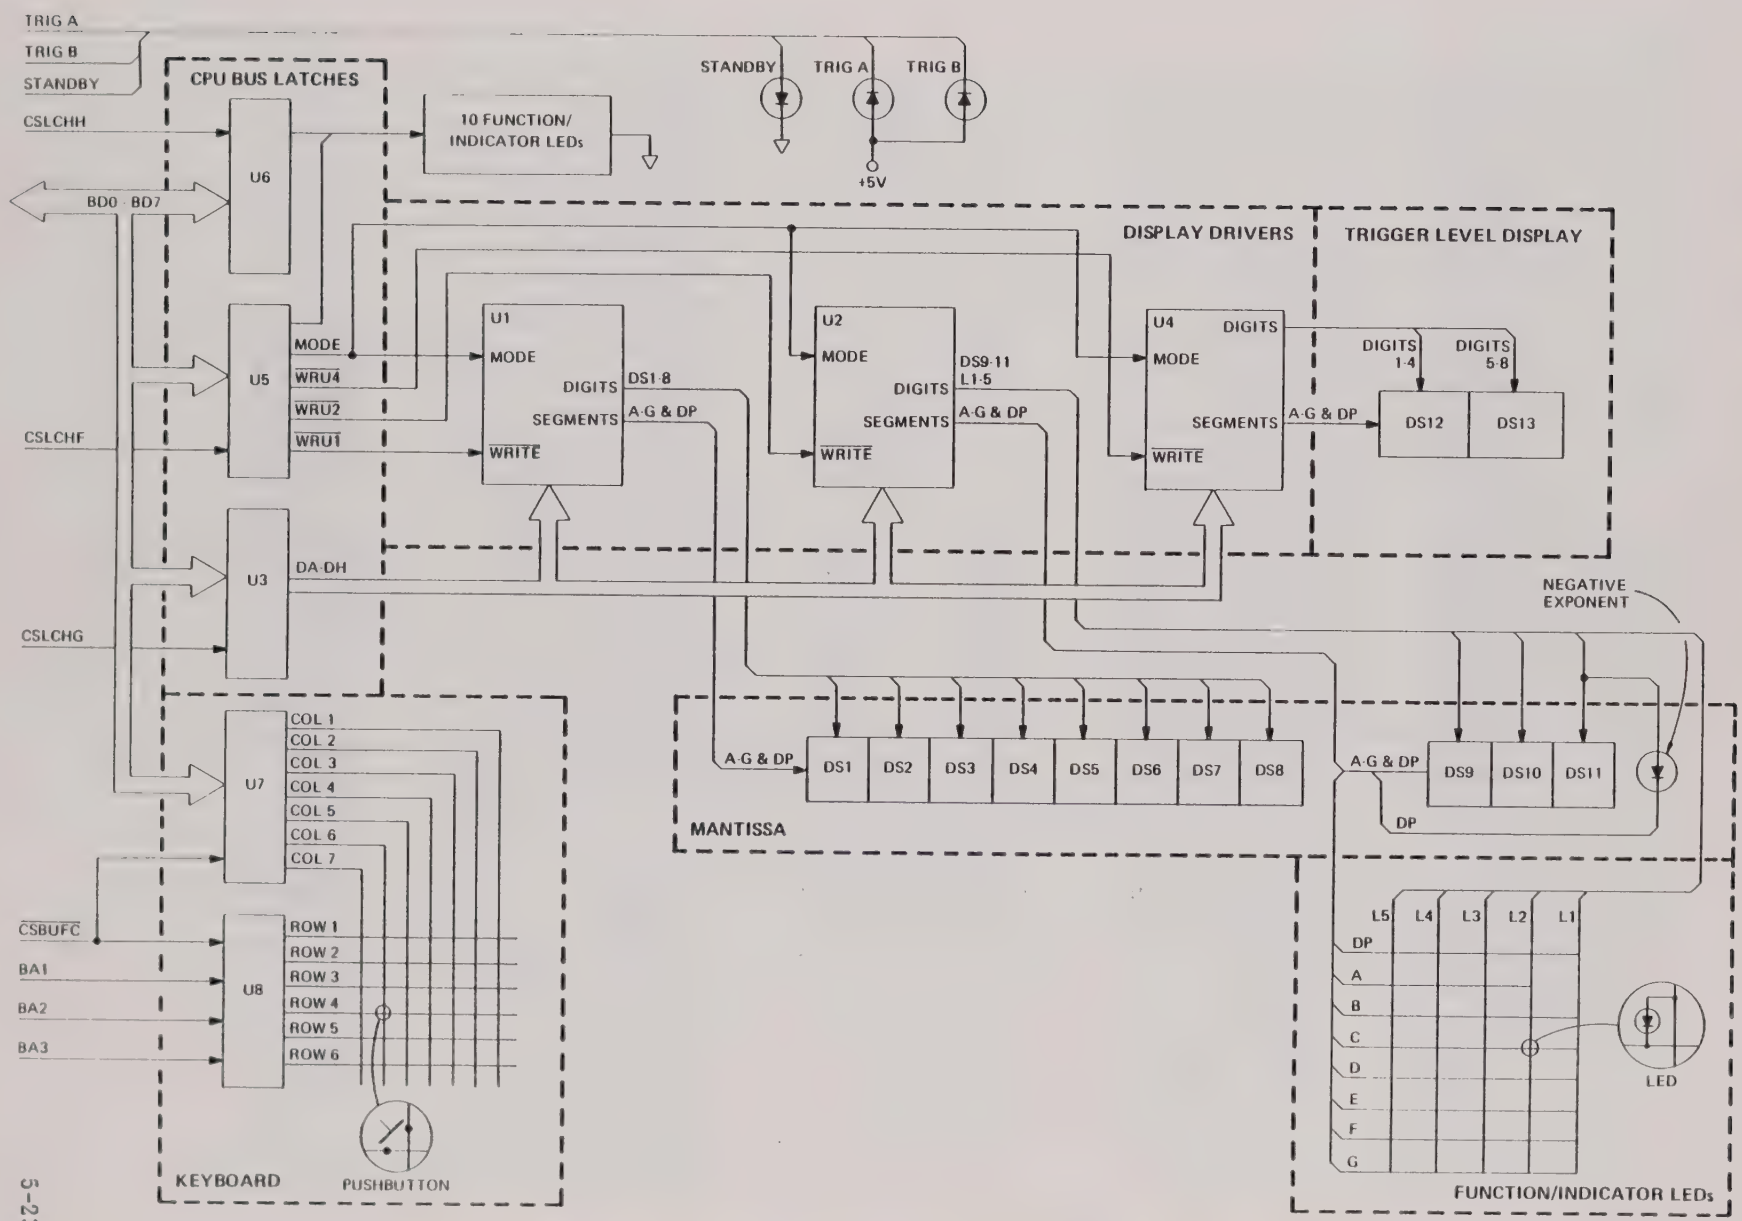

Figure 5.12 - Simplified Schematic for the Display Board
5.3.5.1.1 Refer to Figure 5.12. The front panel contains the display and keyboard circuitry. It has all the operator pushbutton controls for all counter functions, and displays measurement readings and diagnostic data such as errors and failure codes.
5.3.5.2.1 Refer to Figure 5.12. The display board receives its instructions from the microprocessor through chips U3, U5, U6, U7 and U8. U3, U5 and U6 control display drivers U1, U2 and U4 as well as ten miscellaneous function/indicator LEDs. The microprocessor interfaces with the keyboard via chips U7 and U8.